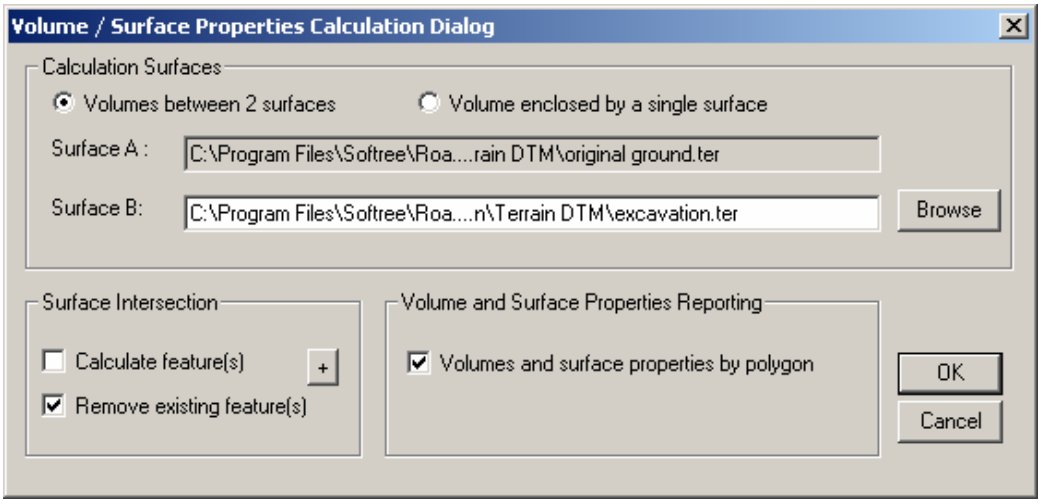

Figure 8.19: Volume / Surface Properties Calculation Dialog - Volumes by Polygon
8. Press the *Calculate Volumes* button to open the *Volume Calculation dialog box* shown Figure 8.19.